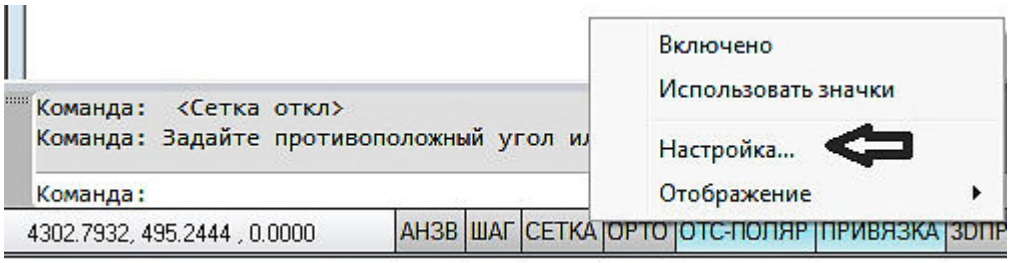
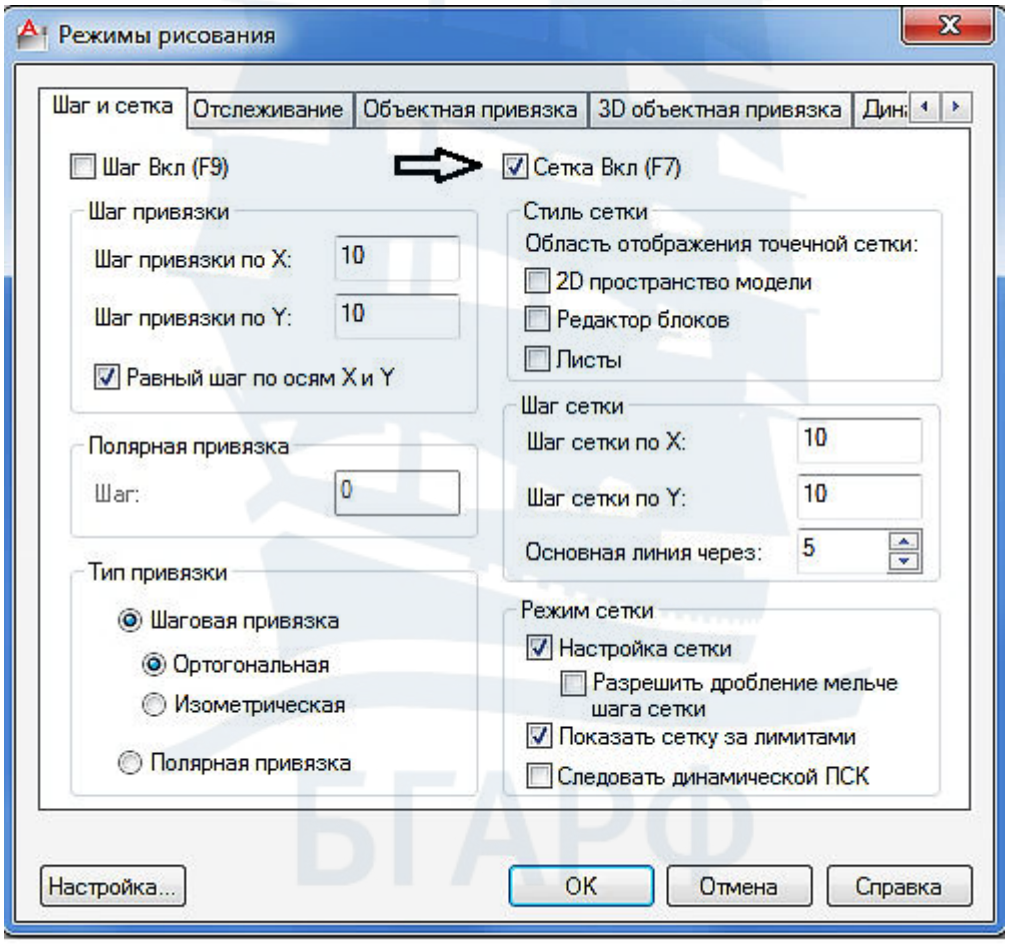

Рис. 44
Рис. 45
– подвести курсор к кнопке **СЕТКА** в строке состояния и правой кнопкой мыши вызвать контекстное меню, в котором выбрать **Настройка** (рис. 44). В появившемся окне **Режимы рисования** на вкладке **Шаг и сетка** установить или убрать галочку рядом с **Сетка Вкл (F7)** (рис. 45). В более поздних версиях (AutoCAD 2017, AutoCAD 2018) следует подвести курсор к кнопке **Отображение сетки чертежа** в строке состояния, щелкнуть правой кнопкой и выбрать **Параметры сетки** –появится окно **Режимы рисования**;
Так же в окне **Режимы рисования** (рис. 45) можно изменить параметры сетки. По умолчанию шаг сетки по осям X и Y равен **10** мм.